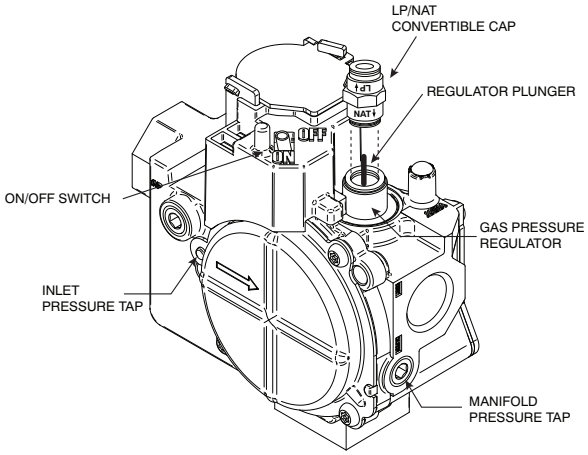

Fig. 18 - Convertible Gas Valve
1. Refer to Fig. 18.
2. Verify manometer is connected to inlet pressure tap on gas valve. (See Fig. 18)